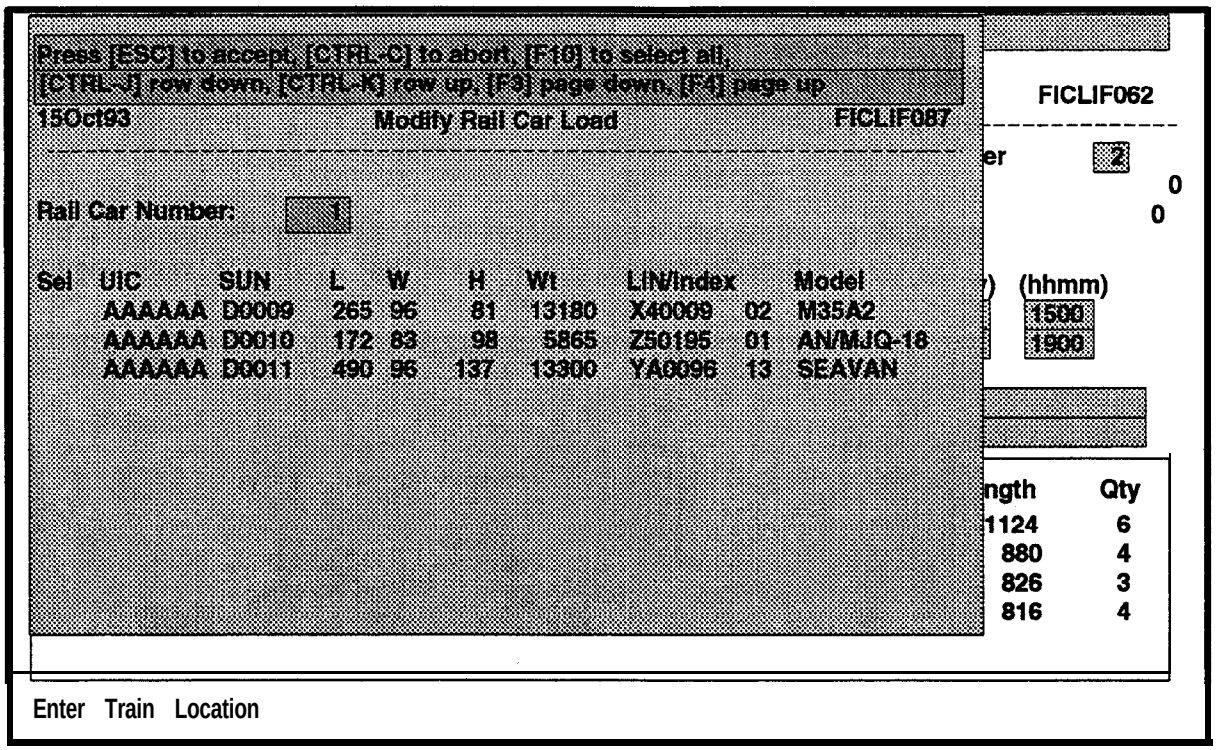

Figure 8-22. Modify Rail Car Load Screen with Data
e. Enter the Rail Car **Number** of the rail car that has the equipment loaded that you want to move to another rail car. This information is found on the assigned setup of the rail car on which the equipment is loaded that you want to modify. Press **ESC. The** list of equipment currently assigned to that rail car will be displayed as shown in Figure 8-22.